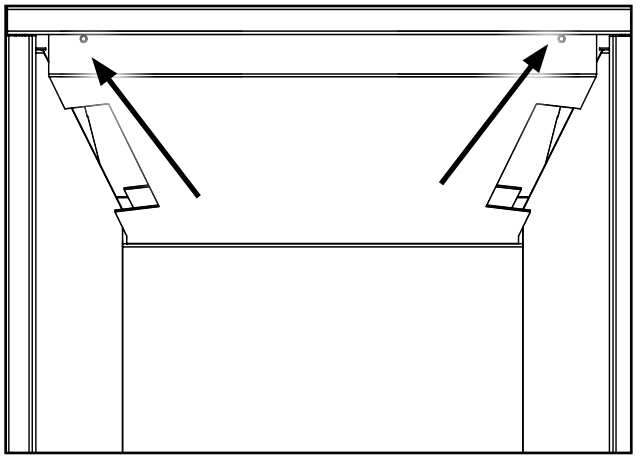

Figure 43. Top Panel Screws.
2. Remove the top porcelain panel by un-screwing it from the firebox baffle as shown in Figure 43 using a T20 screwdriver.